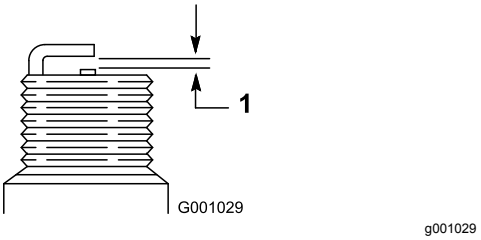

Rysunek 38
4. Odstęp między elektrodami w nowej świecy powinien wynosić 0,76 mm, zgodnie z Rysunek 38.